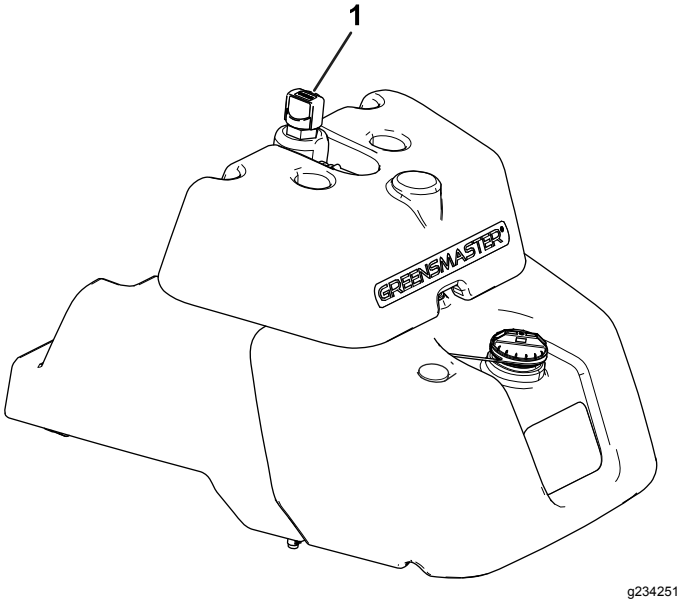

Figur 40
- Om tanken inte har något inspektionsfönster lokaliserar du oljestickan ovanpå huvudhydraultanken (Figur 40) och går vidare till steg 3.